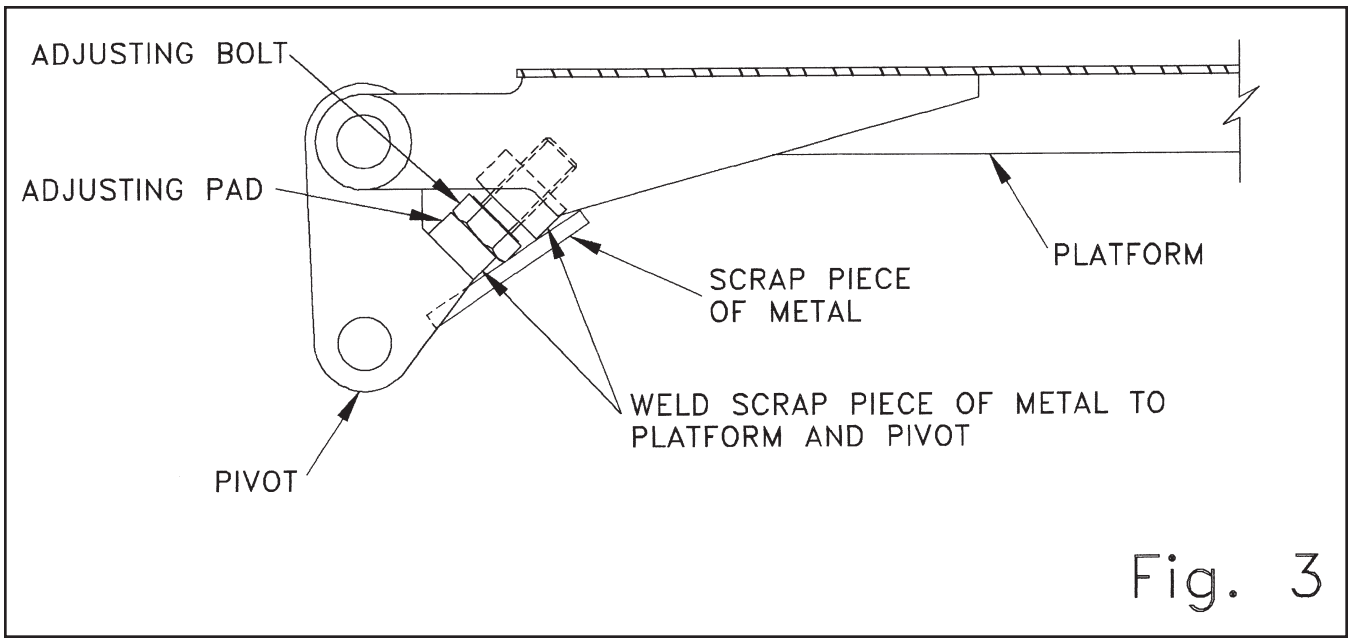

Fig. 3
Step 5 Raise the undercarriage in the center of the pivot points so the adjusting screw and pad make firm contact. See figure 3.
Step 6 Tack weld a scrap piece of metal as shown in figure 3. The pad and adjusting screw must make contact and remain so during the entire mounting procedure. If one side touches and the other does not, readjust the one that does not touch so it also makes contact.